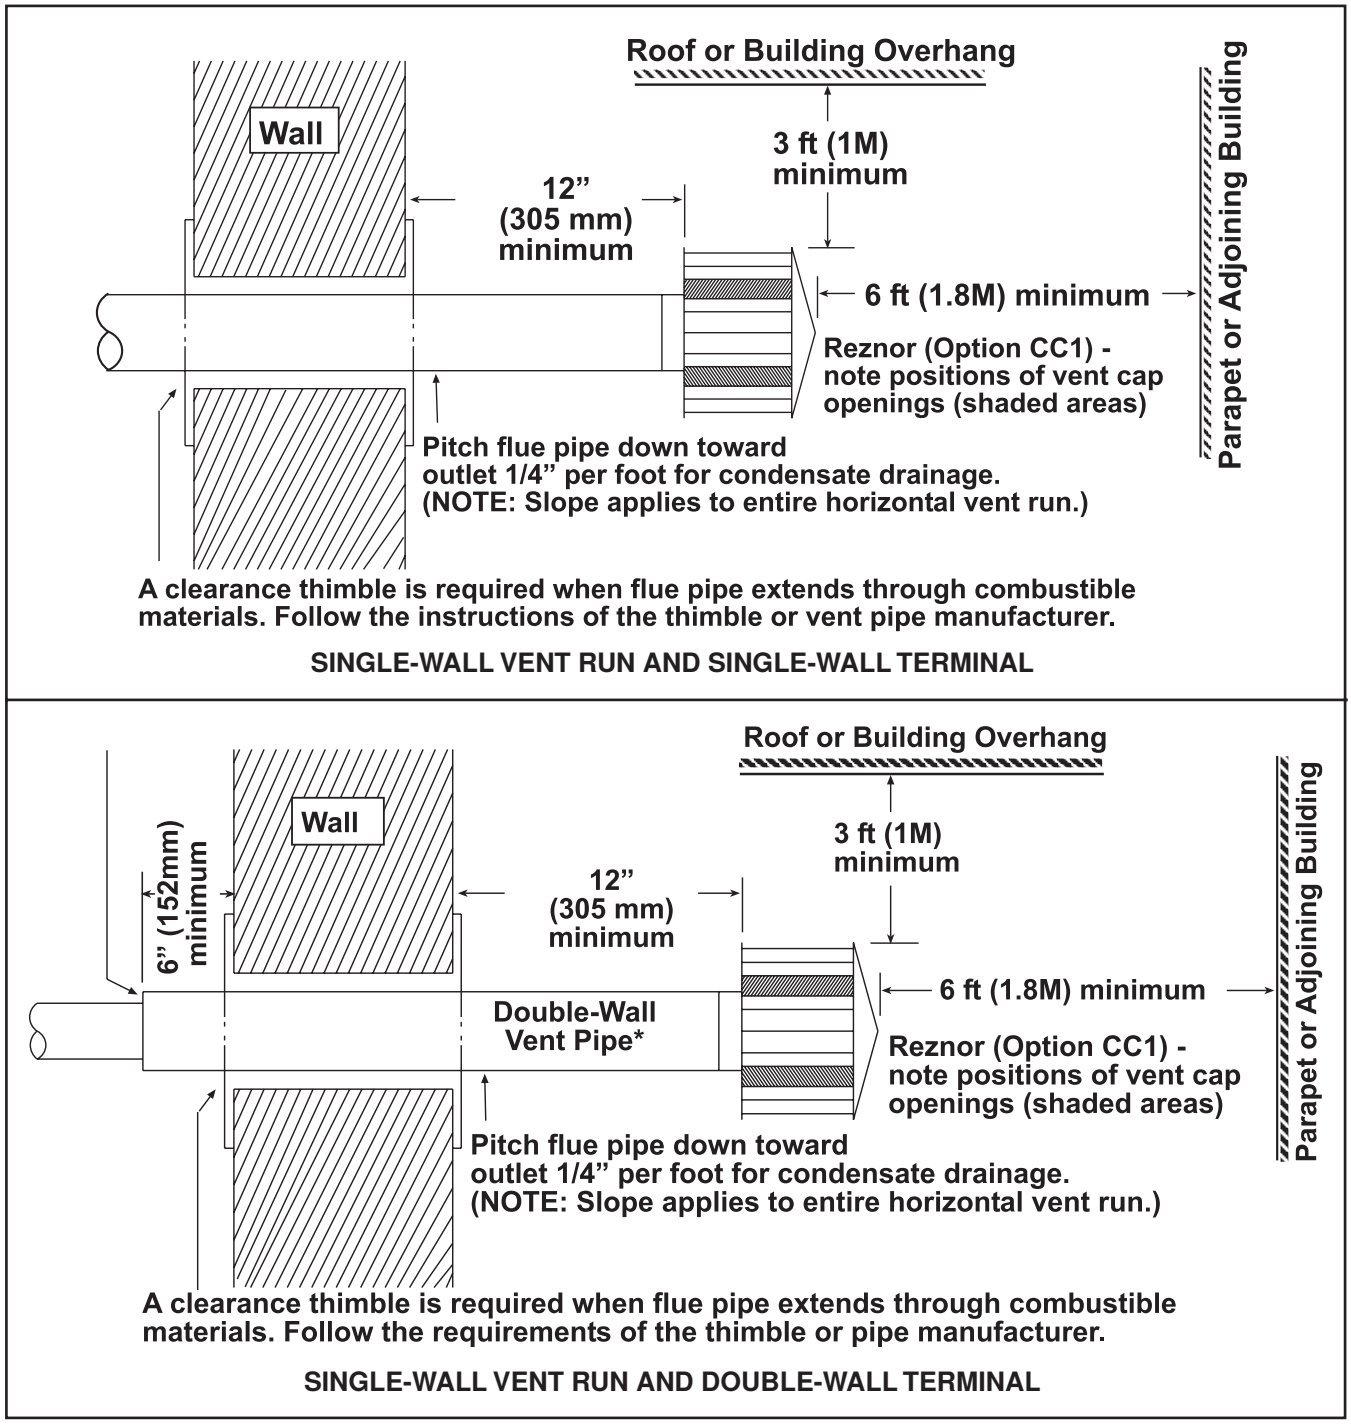

Figure 11. Horizontal Vent Terminal—Power-Vented Installations
- **Vent terminal options:** Vent terminals for power-vented installations using the option CC1 vent cap are shown in **Figure 10** (vertical vent configurations) and **Figure 11** (horizontal vent configurations).